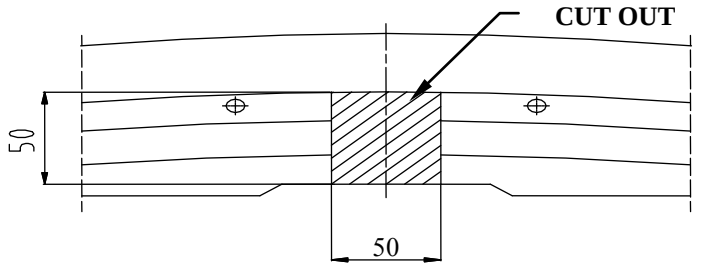

Fig.2.
3. In maked holes put sleevesi ø17 mm (pos. 8), length = 73 mm.
4. To rear side put base bar of towbar (pos. 1) in that way, so holes pos. A agree to holes for unscrewed reinforcement and screw using bolts M8x35mm (loosely) – pos. 13.
5. Elements (pos. 4 and 5) put to chassis members and rear side and screw using bolts M10x110 mm (pos. 11) and M10x35mm (pos. 12).
6. Assemble masking cover and bumper after cut his fragment 50x50mm – see fig. 2.